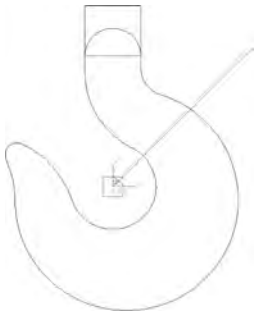

图 5-196 角度线
(3) 绘制截面线 2。单击“直线”图标，在立即菜单中选择“角度线”，与 X 轴夹角为 45°，如图 5-196 所示。